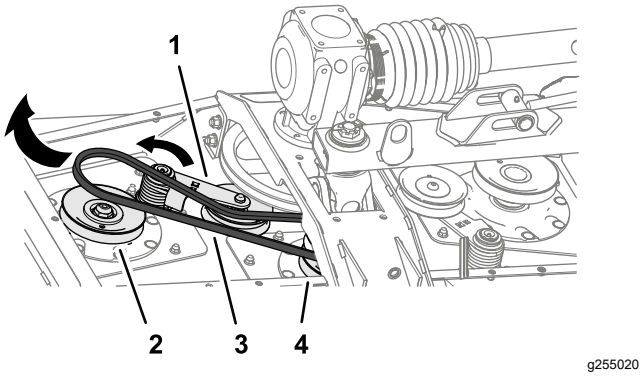

Figur 66
3. Använd en kofot eller ett liknande verktyg för att rotera den korta remmens remspännare motsols och dra av remmen från spännlocksremskivan (Figur 66).